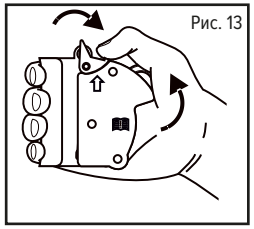

Рис. 13
- Оттянуть автоматический предохранитель одновременно с рычагом (рис. 13).